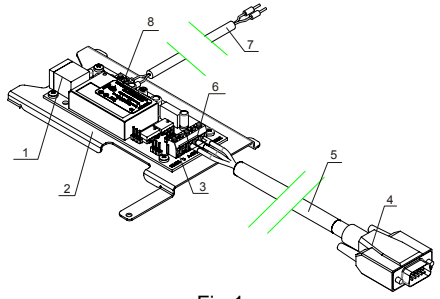

Fig.1
1.1.2. Power supply the module (pos.8, fig.1)
2.1.3. Power supply the module (pos.8, fig.1)
Before the assemblage,it is necessary to dismount the the board of the module from its base (fig.1, pos.2).